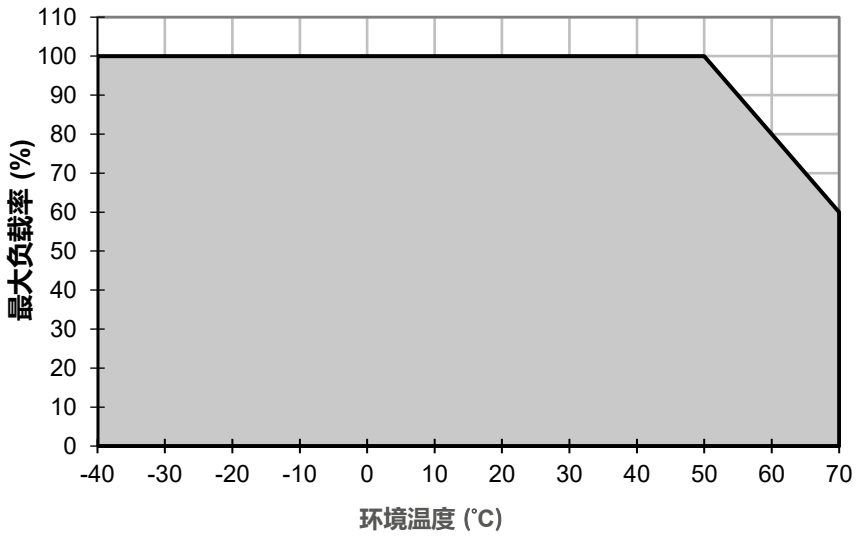

图. 1　水平安装功率降额
1. 如电源供应器持续在额定功率曲线外区间使用，可导致零部件降级或损坏，参见图1图2。